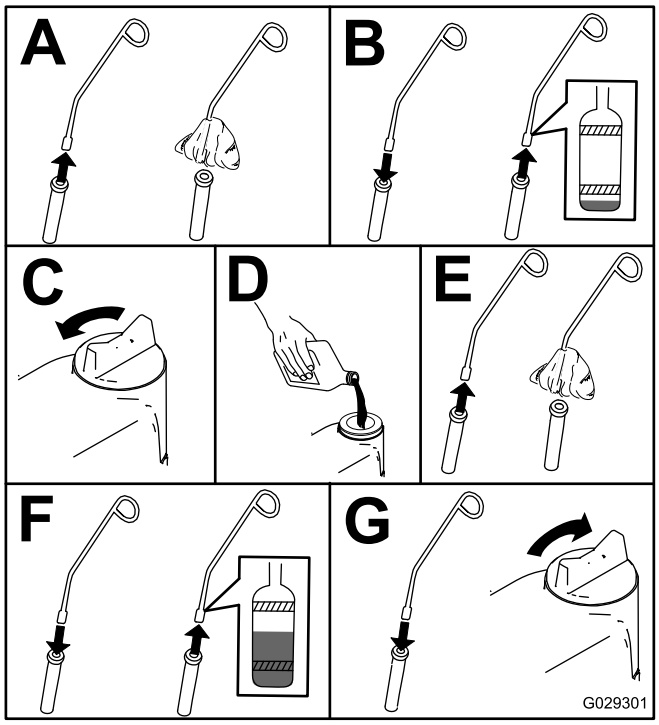

**Rysunek 26**
5. Sprawdź poziom oleju; w razie potrzeby uzupełnij jego poziom (Rysunek 26).